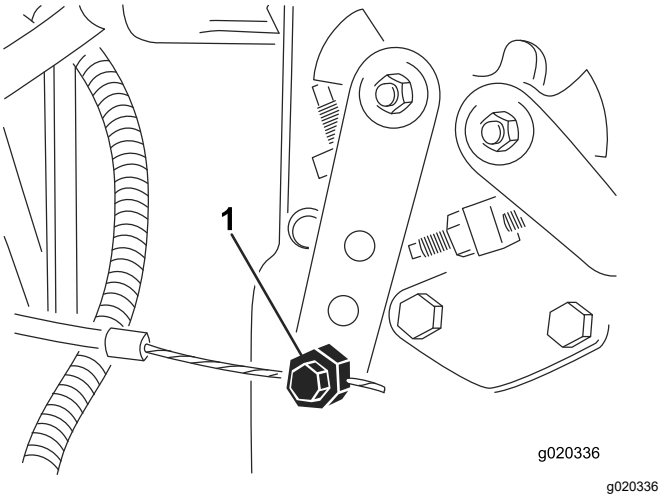

Figure 78
3. Desserrez le connecteur du câble d'accélérateur sur le bras du levier de la pompe d'injection (Figure 78).